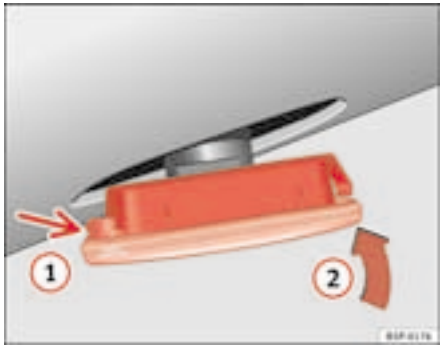

Fig. 191 Indicator
– First place the indicator in the opening in the bodywork, fixing the tabs ⇒ page 254, fig. 191, arrow (1).
– Insert the lamp as shown by the arrow (2) ⇒ page 254, fig. 191. ■